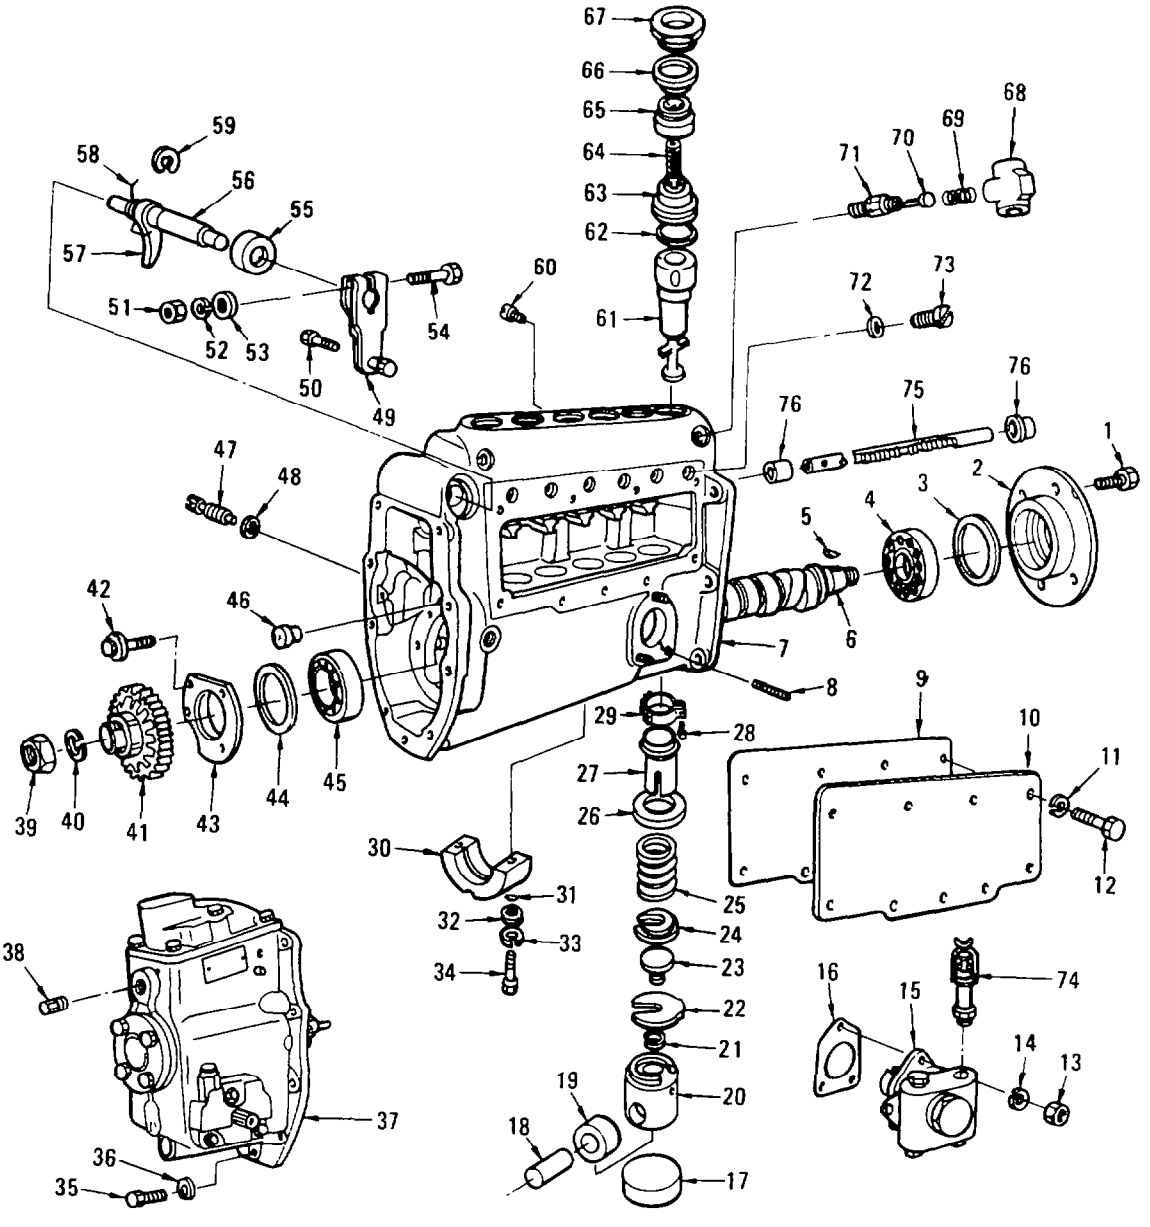
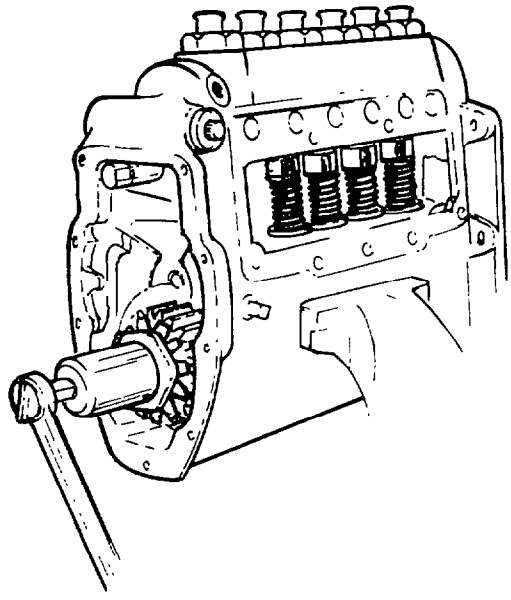
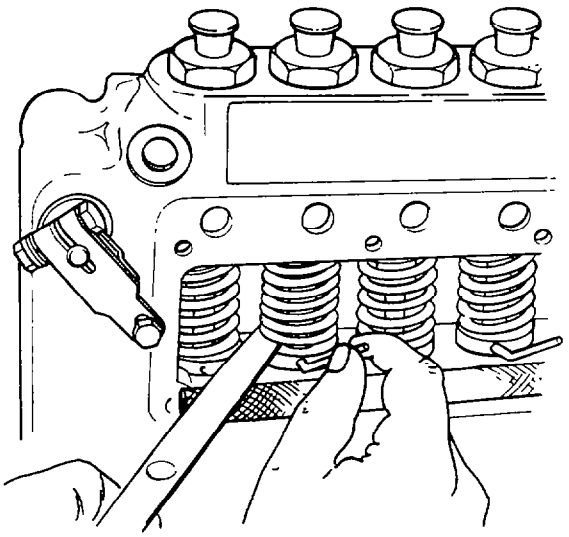
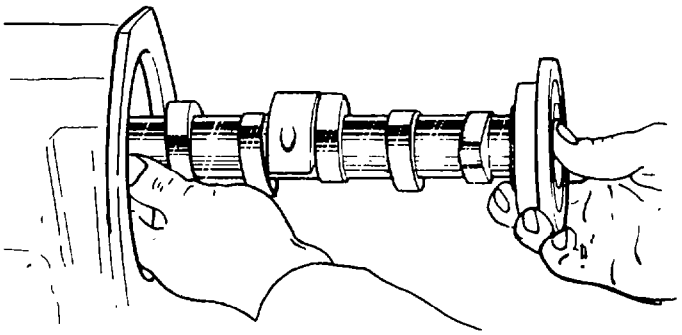

Fig. 90 — Exploded View of Injection Pump
Fig. 92 — Removing Friction Clutch Assembly
Fig. 93 — Installing Service Pins
Fig. 94 — Removing Camshaft
NOTE: Unless otherwise stated, all numbers in parentheses ( ) refer to illustration numbers in Figure 90.
c. Remove the nuts (fig. 90, item 13), lockwasher (item 14) and remove the supply pump and gasket (items 15 and 16).
d. Remove the bolts and lockwashers (items 12 and 11) and remove the inspection cover and gasket (items 10 and 9).
e. Remove the overflow valve (items 68 to 71) as an assembly, using an open end spanner.
f. Remove the governor fastening bolts and lock washers (items 35 and 36). Tap the governor housing (item 37) lightly with a plastic or rubber mallet to loosen, then move the governor (item 37) to the right to disengage the control rack (item 75). Remove the governor assembly.
h. Hold the camshaft stationary using tool TSE 7913D attached to the front drive coupling. Loosen the nut (item 39) with a socket, then attach puller TSE 7920 to the friction clutch assembly (item 41) and tighten the bolt 1½ turns (see fig. 92). Tap the end bolt with a hammer to upset the friction clutch assembly (item 41). Remove the tool, nut (item 39), lockwasher (item 40) and friction clutch assembly (item 41).
i. Lift the tappet with tool TSE 761, and insert service pin TSE 76156B into the hole in the tappet shell (fig. 90 item 20) (see also fig. 93).
j. Remove the front drive coupling and woodruff key (item 5 fig. 90).
k. Invert the pump housing. Secure by gripping the delivery valve securing nut (item 67) in a soft jawed vice.
l. Remove the centre bearing retaining bolts (item 34), washers (items 32 and 33) and O-rings (item 31).
m. Remove the rear bearing plate screw (item 42) using a 3/8 in. socket and remove the rear bearing plate (item 43), spacers (item 44) and roller bearing (item 45) by tapping the camshaft (item 6) lightly with a plastic or fibre mallet to move the rear bearing plate outward.
n. Carefully slide the camshaft (item 6) and centre bearing (item 30) out the rear of the housing (see fig. 94).
o. Remove the fastening screws (fig. 90, item 1), front bearing plate (item 2) and spacers (item 3) (roller bearing outer raceway). If necessary use a brass drift or wood dowel inserted in the back of the pump housing (item 7) to tap out the front bearing plate.
r. Remove the tappet locating screws (fig. 90, item 47) and gaskets (item 48).
32 Inspection. Table 4 details inspection procedures for the fuel injection pump together with expected conditions/results and corrective action as necessary. Unless otherwise specified, numbers in parentheses ( ) refer to illustration numbers in fig. 90.